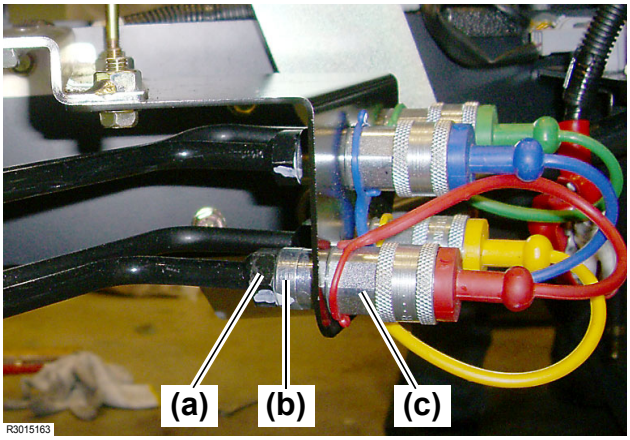

Fig. 3
3. Engage a wrench on the section (a) **(Fig. 3, (a))** of the piping and the section (b) **(Fig. 3, (b))** of the quick coupler. With a second wrench, remove the quick coupler from the piping.
- There is an O-ring in the section (c) **(Fig. 3, (c))**.